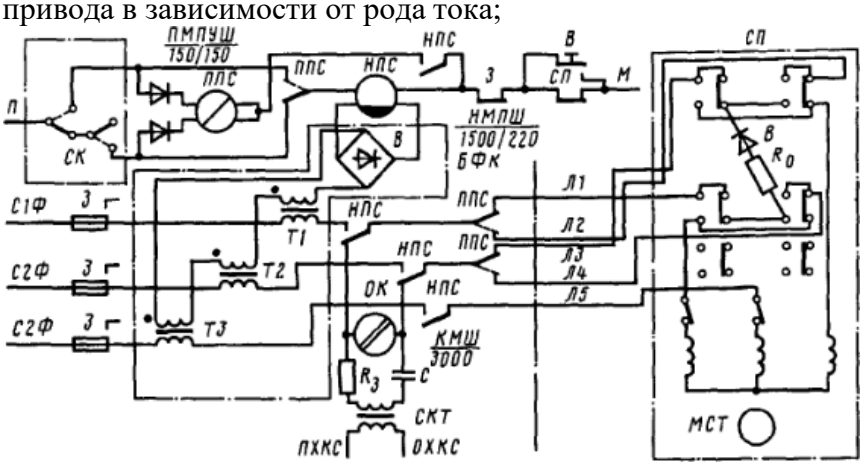

Рисунок 10 – Пятипроводная схема управления стрелкой
14. Дана схема управления стрелочным электроприводом (Рис. 10). Определить тип привода в зависимости от рода тока;